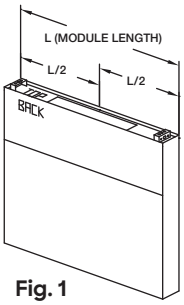

Fig. 1
2. If the back supply plenum is to have one opening, cut the opening such that it is centered at L /2 from the plenum end. (Fig. 1)